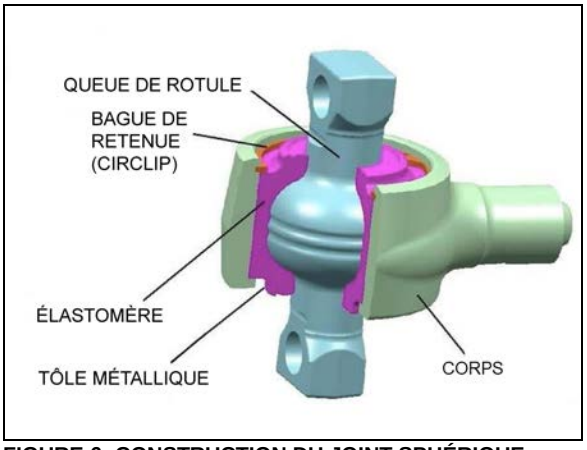

FIGURE 6: CONSTRUCTION DU JOINT SPHÉRIQUE 16186
- fissure radiale de la tôle métallique externe (Figure 6)